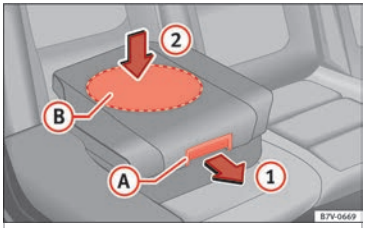

Bild 98 Integrerade barnstolar. Sänka dynan
- Dra upplåsningsspaken ››› **bild 98** Ⓐ på dynan i pilens riktning ①.
- Tryck ner dynan genom det *mellersta* området Ⓑ i pilens riktning ② tills den hakar fast säkert ››› ❗. Sidostöden fälls undan automatiskt.
När den integrerade barnstolen sänks ner ska du endast trycka på mitten av dynan ››› bild 98 ②. Annars kan dynan vridas och inte haka i ordentligt.